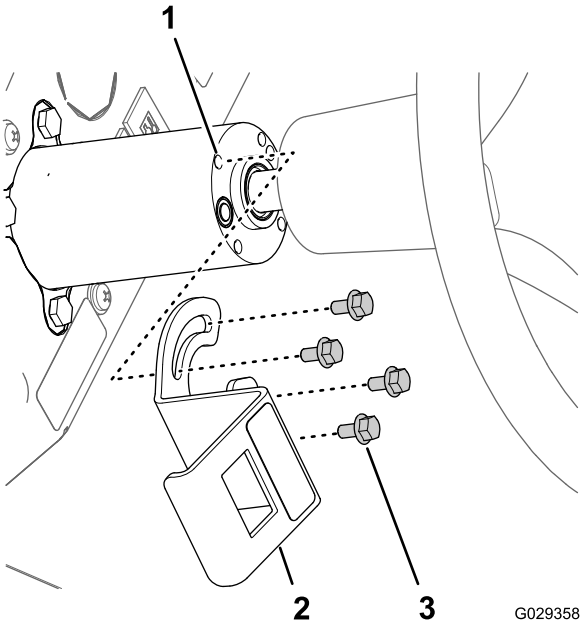

Figur 25
1. Rikta in spåren på monteringsfästet för omkopplaren för SKUMREGLERING mot de fyra gängade insatserna på rattstången (Figur 25).
3. Rikta in kontakten med åtta uttag genom fästets öppning och anslut kontakten till stiften (Figur 25) på baksidan av växelpaddeln med tre lägen (omkopplare för SKUMREGLERING).